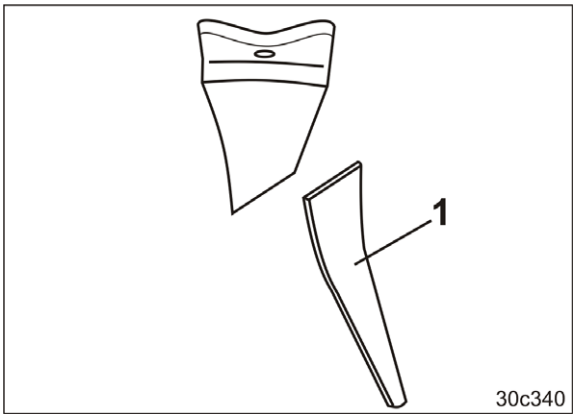

Fig. 259
Ved slid kan jordbearbejdningstænderne atter få deres originale længde, hvis der påsvejses spidser (Fig. 259/1).
2. Sæt påsvejsningsspidsen (Fig. 259/1) hen til den gamle jordbearbejdningstand og lav en markering, der hvor den skal skilles.